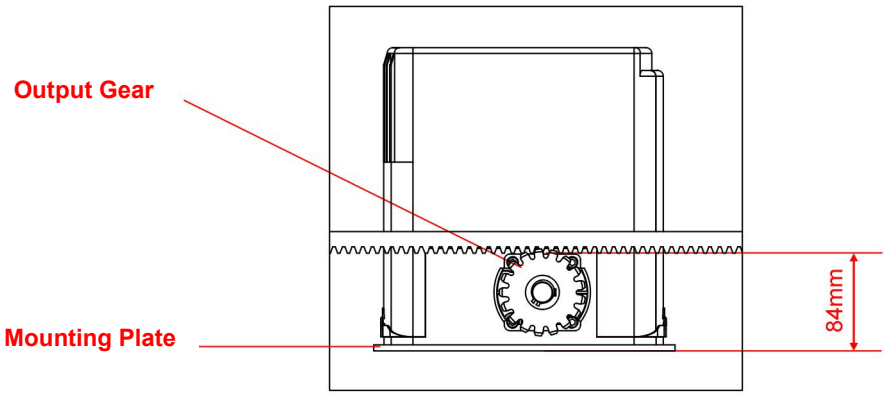

Figure 15
- See Figure 15 for recommended gear rack mounting height.